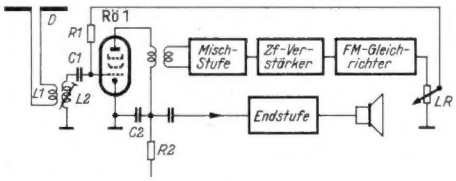

Bild 2. Prinzip der Hf-Nf-Reflexschaltung
2. **Hf- (bzw. Zf-) Nf-Reflexschaltungen.** Hier wird nach **Bild 2** die Röhre Rö 1 gleichzeitig als UKW-Vorstufe und als Nf-Stufe verwendet. Ihrem Steuergitter wird zunächst die Empfangsspannung über den Eingangskreis L 1 und L 2 zugeführt. Sie verstärkt diese UKW - Spannung und leitet sie an die Mischstufe weiter. Darauf folgt ein Zf-Verstärker und ein FM-Gleichrichter. Die von diesem Gleichrichter abgegebene Nf-Spannung wird über den Lautstärkenregler LR und den Siebwiderstand R 1 wieder dem Steuergitter der Röhre Rö 1 zugeführt. Im Anodenkreis dieser Röhre wird an dem Widerstand R 2 die verstärkte Nf-Spannung abgegriffen und schließlich dem Gitter der Endröhre zugeführt. Die Kondensatoren C 1 und C 2 dienen zur Trennung des UKW- bzw. Nf-Bandes. — In ähnlicher Weise kann man eine Zf-Röhre zur Nf-Verstärkung heranziehen.
In Bild 2 wurde bereits das Prinzipschaltbild einer solchen Schaltung dargestellt. Auch hier kann eine Selbsterregung auftreten. Der Vorgang ist dabei folgender: